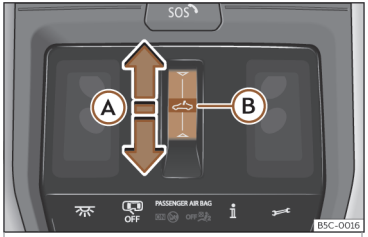

Fig. 93 Nel rivestimento interno del tettuccio: tasto del tettuccio di vetro.
- Movimento automatico: far scivolare il dito indietro sull'area funzionale ✍ ››› **fig. 93** Ⓐ.
- Entro circa 5 secondi dall'attivazione della funzione antischiacciamento, far scivolare il dito in avanti sull'area funzionale ⌂ ››› **fig. 93** Ⓐ e tenere premuto finché il tetto non si chiude completamente.